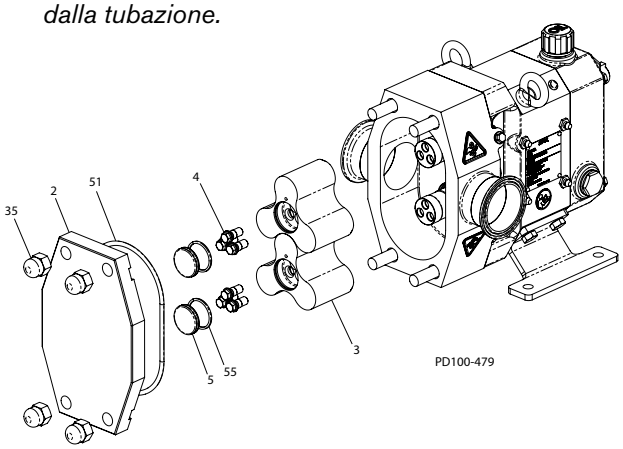

Figura 30 - Rimozione del coperchio della pompa e del rotore
Tabella di riferimento per la Figura 30
1. Rimuovere i dadi del coperchio (Figura 30, articolo 35).
1. Rimuovere i tappi a vite (Figura 30, articolo 5) dai rotori (articolo 3). Rimuovere e ispezionare gli o-ring (articolo 55).
3. Rimuovere i rotori (Figura 30, articolo 3). Se non è possibile rimuovere i motori manualmente, estrarli mediante un movimento di torsione. In caso non sia possibile rimuoverli, spostare il corpo in avanti con l'ausilio di un mazzuolo al fine di allentare i rotori.